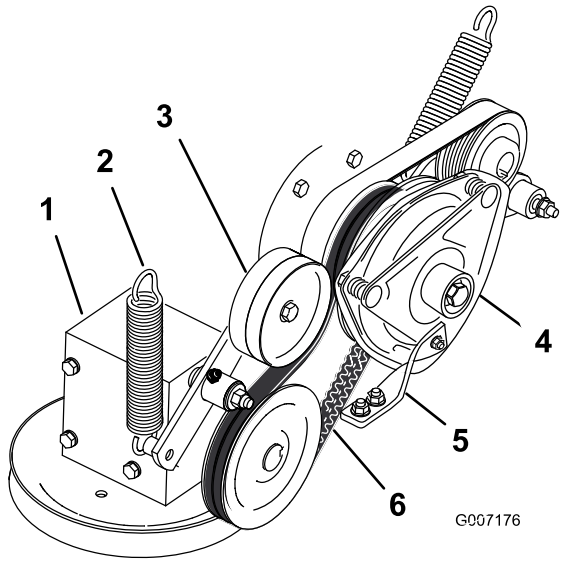

Figuur 64
4. Haal de veer van de arm van de spanpoelie (Figuur 64).
7. Leg de nieuwe drijfriem om de koppelingspoelie en de poelie van de tandwielkast (Figuur 64).
9. Monteer de veer op de arm van de spanpoelie (Figuur 64).